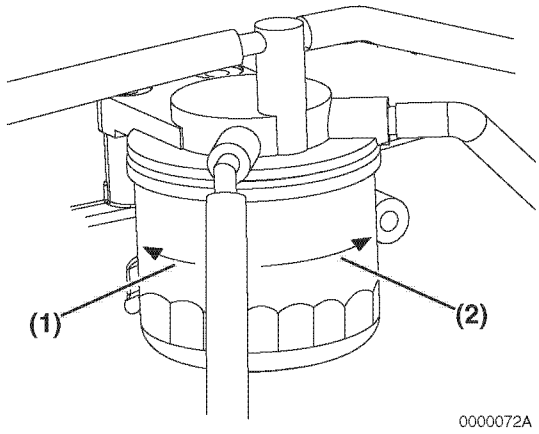

***Figure 16***
3. Remove the fuel filter using a filter wrench to turn it to the left **(Figure 16, (1))**. When removing the fuel filter, carefully hold it to prevent the fuel from spilling. Wipe up all spilled fuel.
5. Install the new fuel filter. Hand-tighten it to the right **(Figure 16, (2))** until it comes in contact with the mounting surface. Use a filter wrench and tighten to 14-17 ft-lb (19.6-23.5 N•m, 2.0-2.4 kgf/m) or one additional turn using the filter wrench.